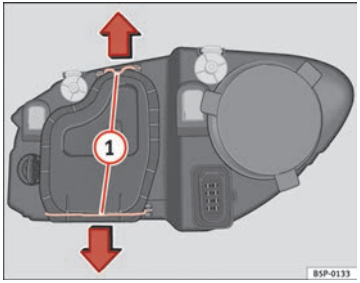

Fig. 184 Dipped beam headlights
– Remove the loops ⇒ fig. 184 (1) in the direction of the arrow and remove the cover.